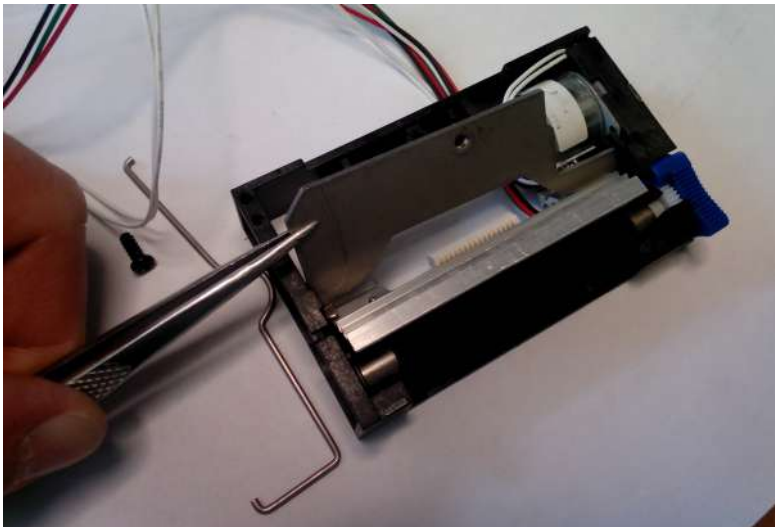

Рис. 7.12 - Извлечение пластины.
7.6.3.6.4 Извлечь пластину (Рис. 7.12).